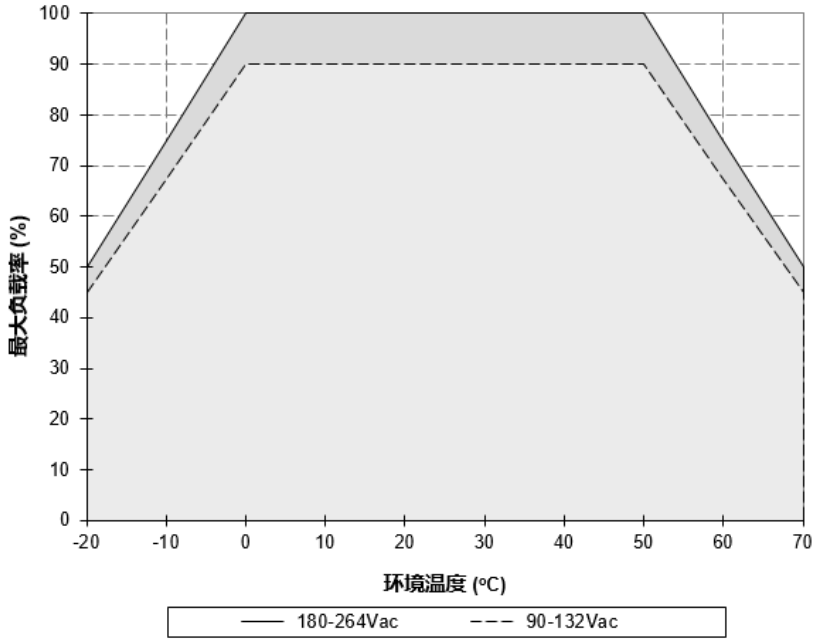

图. 3　竖直和水平安装下的功率降额
1. 电源持续如果持续在降额曲线以外区间使用，可能导致部件降级或损坏，具体参照图 3 所示表格。